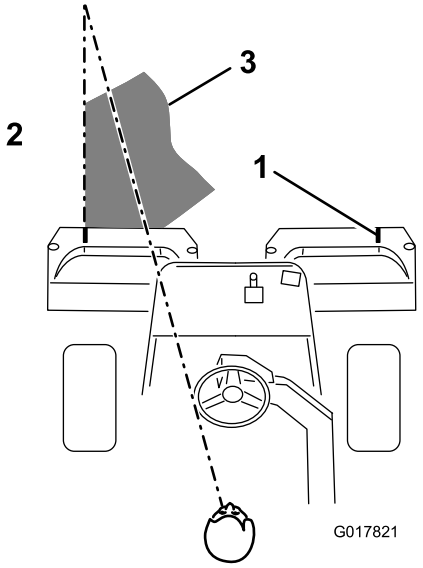

Figur 38
3. Överlappa den tidigare klippremsan så lite som möjligt under nästkommande vända. Etablera en tänkt siktlinje ca 1,8 till 3 m framför maskinen så att du klipper i en rak linje över greenen och håller maskinen på ett jämnt avstånd från förra klippvändans kant (Figur 38). En del tycker att det är användbart att inkludera rattens ytterlinje som del i siktlinjen, d.v.s. att hålla rattkanten i linje med en punkt som alltid är på samma avstånd från maskinens framkant (Figur 38).